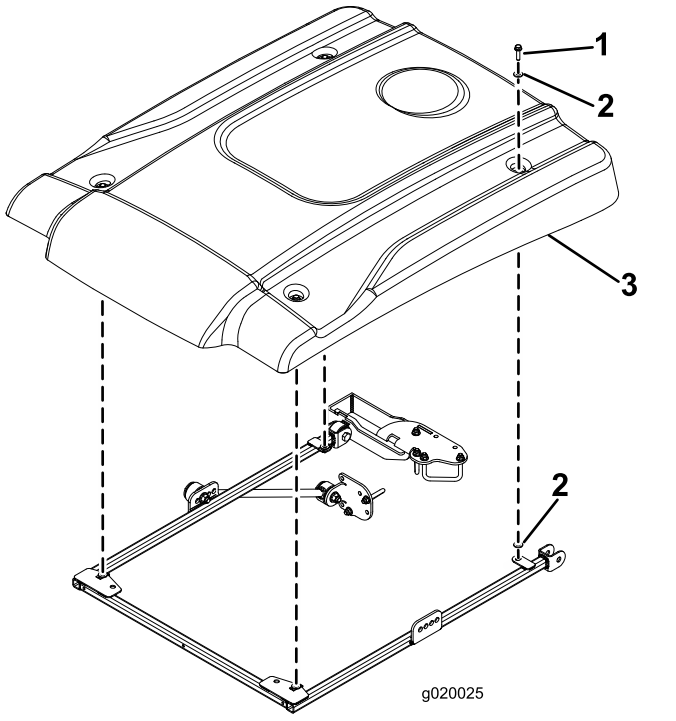

Figura 10
15. Alinee los taladros de montaje y posicione el toldo sobre el bastidor, según se muestra en Figura 10.
16. Sujete provisionalmente cada esquina del toldo al bastidor con un perno con arandela prensada (5/16" x 1¼") y 2 arandelas pequeñas (Figura 10). Coloque una arandela en cada lado del anillo de goma del toldo.